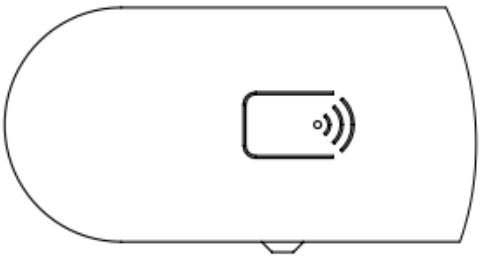

Рисунок 2 – Внешний вид панелей индикации
Лицевая панель выполнена из закаленного стекла. Рисунок 2 – режимы работы турникета отображаются на панели в виде бегущей индикации зеленого цвета или красный запрещающий статичен.
Подключить БП к сети ~220 вольт и затем включить. Преграждающие створки турникета начнут движение в разные стороны, доходят до боковых стенок, после чего встают в закрытое исходное положение, на панели индикации турникета, Рисунок 2 –загорится красный сигнал, запрещающий проход, на ПУ светодиодный индикатор кнопки (2) загорится красным.